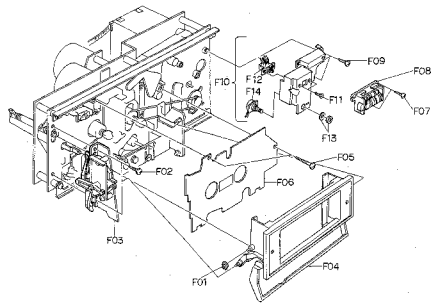

Fig. 2.6
Refer to Fig. 2.6.
(1) Refer to Fig. 2.6. Remove Cassette Case Ass'y referring to item 2.21.
(2) Remove F01, then disassemble F02 (Head Mount Base Ass'y).